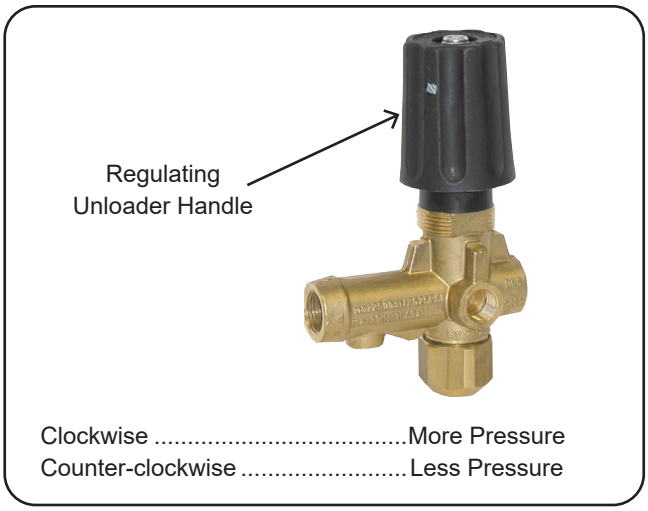

figure 3
2. Regulating unloader valve is set and locked for Max. PSI listed under unit specifications. Pressure can be adjusted by turning the handle on regulating unloader valve. **(Fig. 3)**